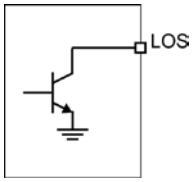

Figure 2g. LOS Output Structure
The post amplifier generates a selectable chatter-free loss-of-signal (LOS) or signal detect (SD) open-collector TTL output as shown in Figure 2g. LOS/SD is used to determine that the input amplitude is too small to be considered as a valid input. When the LOSS function is selected (LOS/SD_SEL=1), LOS/SD asserts high if the input amplitude falls below the threshold set by LOSLVL and de-asserts low otherwise. IF SD function is selected (LOS/SD_SEL=0), LOS/SD asserts low if the input amplitude falls below the threshold set by LOSLVL and de-asserts high otherwise. LOS/SD can be fed back to the JAM input to maintain output stability under a loss of signal condition. Jam de-asserts low the true output signal without removing the input signals. Typically, 3dB LOS hysteresis is provided to prevent chattering.